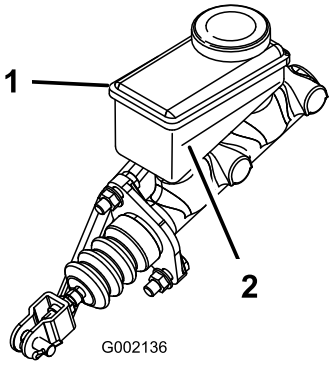

**Figura 69**
5. Mire el nivel de aceite en el lateral del depósito (Figura 69).
B. Añada líquido de frenos DOT 3 al depósito hasta que el nivel esté por encima de la línea Mínimo (Figura 69).